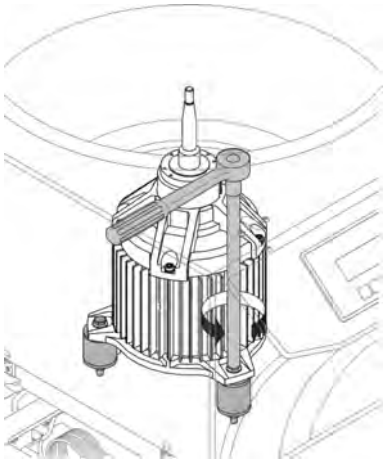

Fig. 29: Screwing off the motor
17. Loosen the 3 hexagon head screws (size 13) on the rubber/metal bearings of the motor with a ratchet wrench and extension (*Fig. 29*).